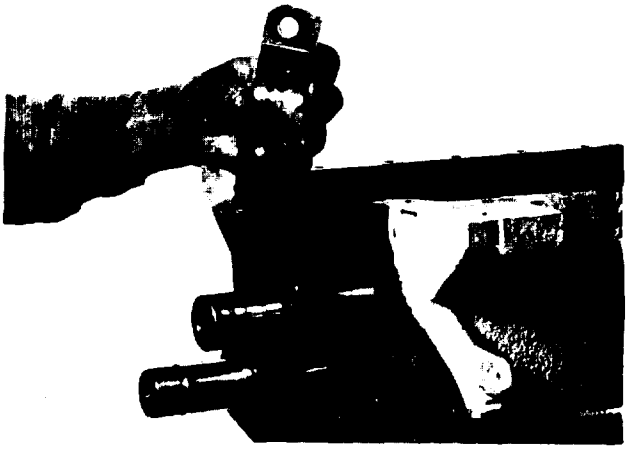

Figure 5-54. Main Bearing Cap Removal
t. Remove the main bearing caps one at a time, and match mark each cap for proper position at time of assembly. See figure 5-54.